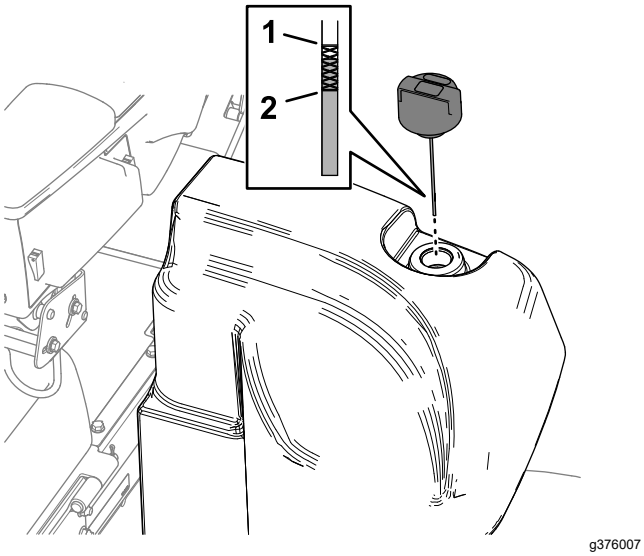

Figuur 116
2. Reinig de omgeving van de vulbuis en de dop van de hydraulische tank (Figuur 116).